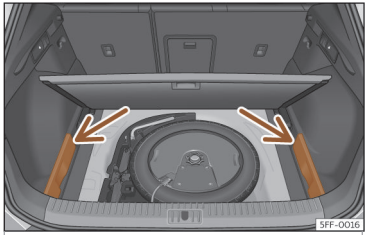

Abb. 113 Im Gepäckraum: Abdeckungen zum Verstauen der Gepäckraumabdeckung.
- Entfernen Sie die Abdeckungen links und rechts››› **Abb. 113**.